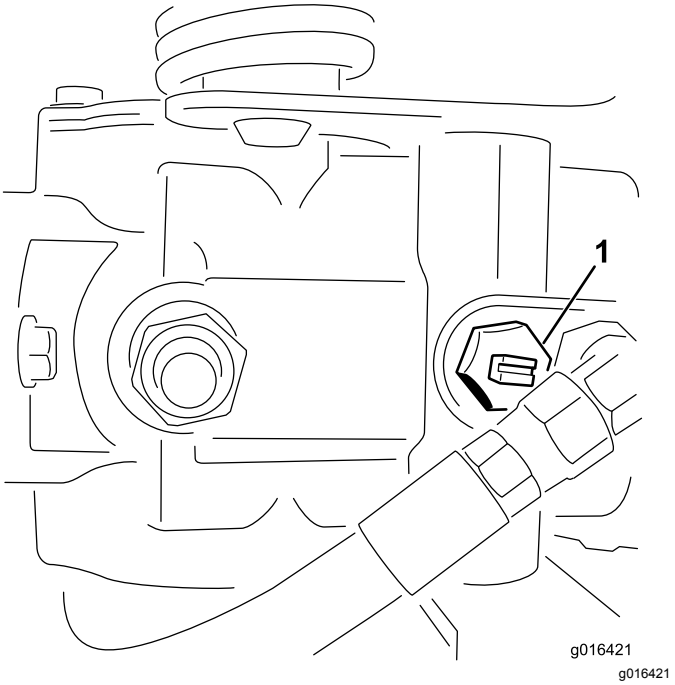

**Figur 27**
1. Lokalisera överströmningsventilen på pumpen och vrid den två varv motsols (Figur 27).
2. Stäng överströmningsventilen genom att vrida den två varv medsols innan du startar motorn (Figur 27).